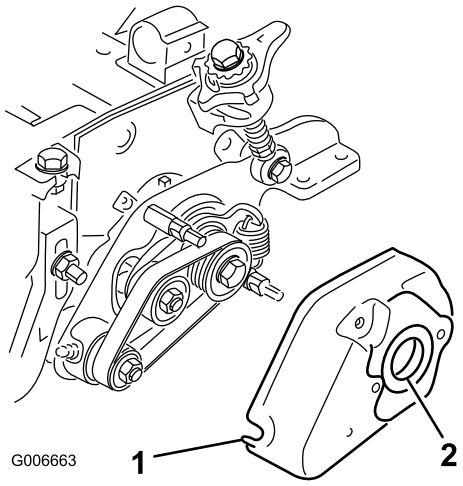

Figur 29
35. Monter trimmerdækslet, og fastgør det med (2) 5/16 tommers flangemøtrikker (Figur 29).
36. Smør et tyndt lag fedt på indersiden af kransen i trimmerdækslet (Figur 29).